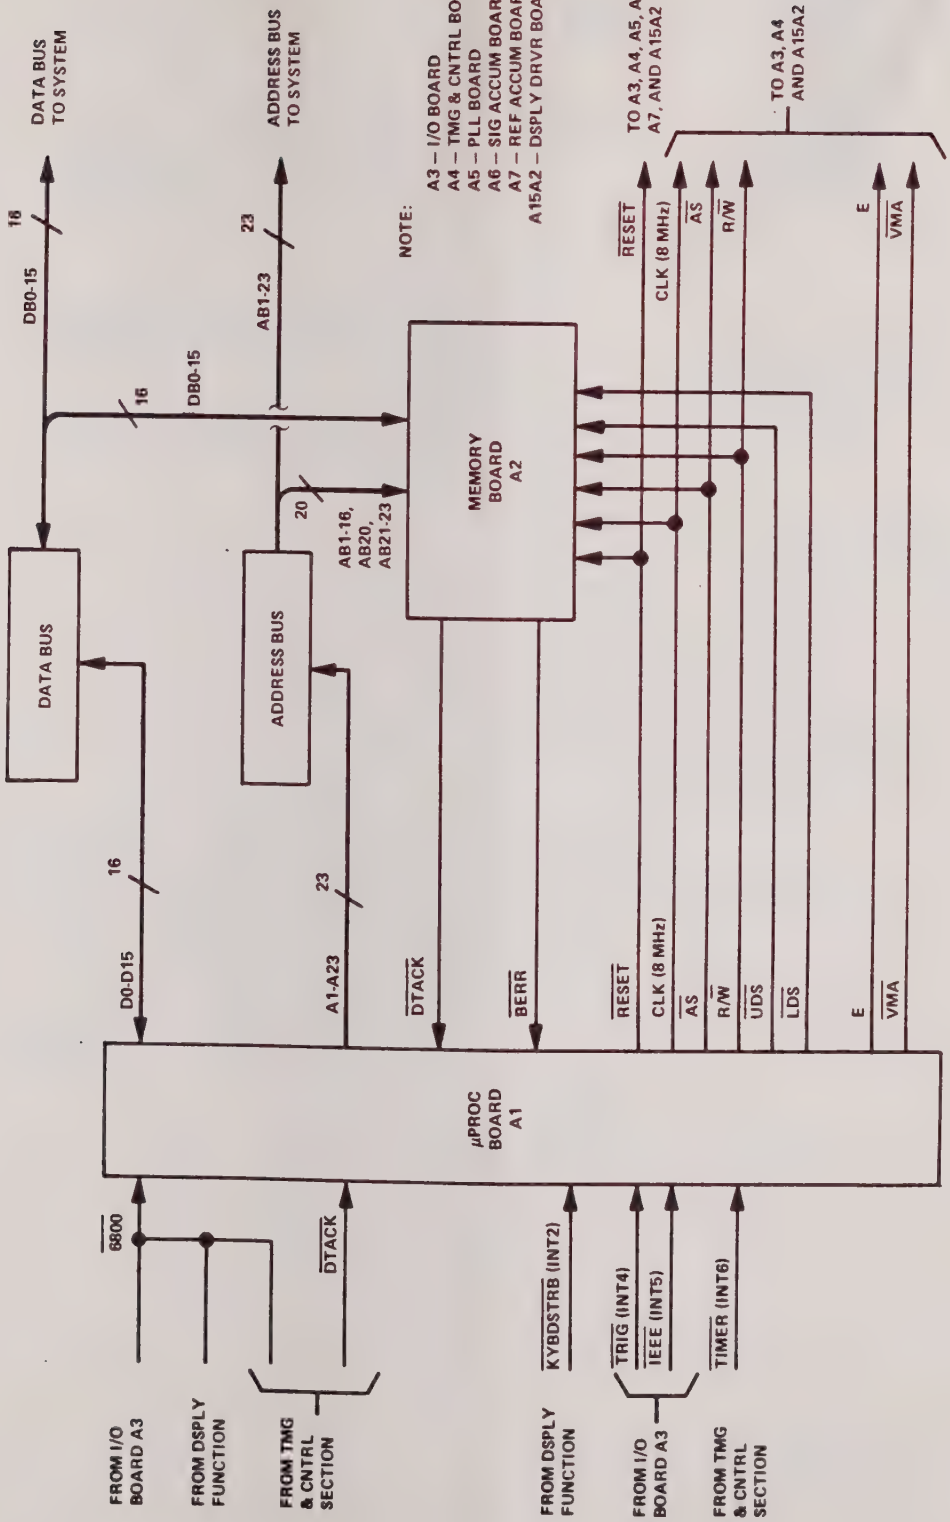

Figure 2-3. Microprocessor Section, Functional Block Diagram
2-5. MICROPROCESSOR SECTION FUNCTIONAL DESCRIPTION. (See figure 2-3.)
Microprocessor board A1 contains a 68000 microprocessor having asynchronous 16-bit data and 24-bit address buses. As shown on figure 2-3, the address bus output consists of bits AB1-23; the 24th bit, AB0, is determined by which data byte -upper or lower- of a 16-bit word is to be written to, or read from. For the upper data byte, internal address bit AB0 is zero (0), and the upper data strobe ($\overline{UDS}$) is issued; for the lower data byte, internal address bit AB0 is a one (1), and the lower data strobe ($\overline{LDS}$) is issued. Thus, only even addresses are word (16-bit) locations and all addresses may be used to access individual byte (8-bit) locations.